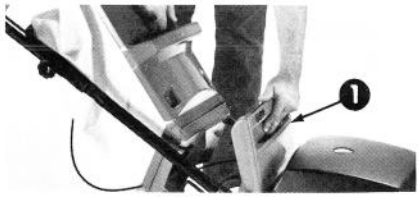

Abbildung 12
3. Die hintere Türe ganz öffnen (Abb. 12).
4. Den Sack über und durch die Griffe heben (Abb. 12).